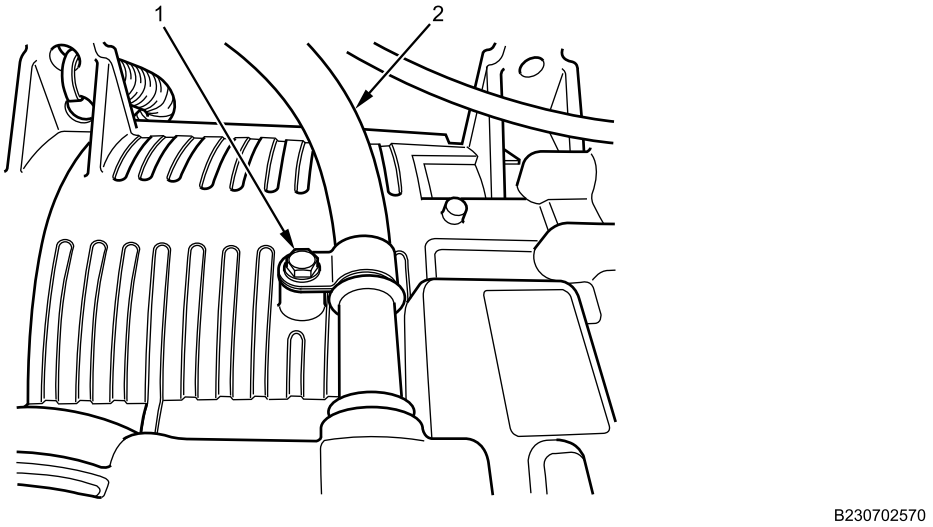

Figure 4. Lower Retainer.
5. Remove bolt (Figure 4, Item 1) from retainer for lower dipstick tube (Figure 4, Item 2).